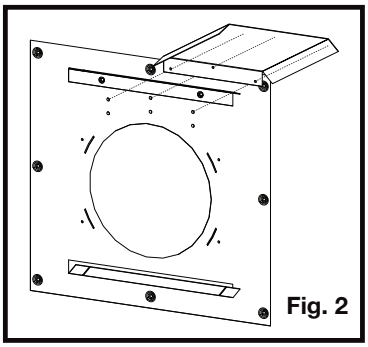

Fig. 2
2. Install one vent shield onto the standoff on one side of the firestop spacer **(Fig. 2)**.